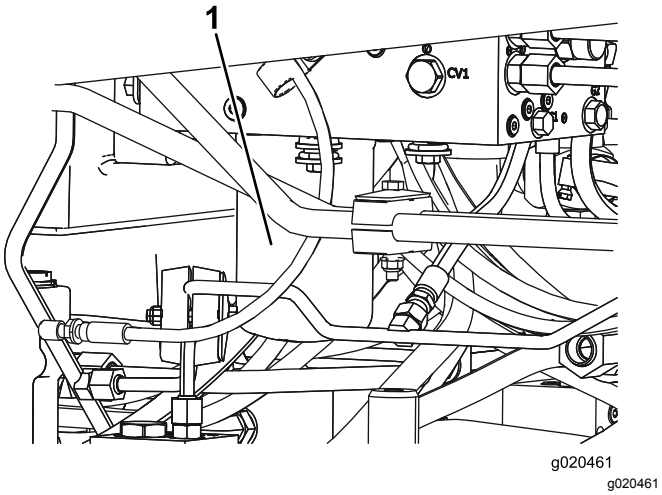

**Figur 100**
5. Gentag proceduren på det andet filter (Figur 100).